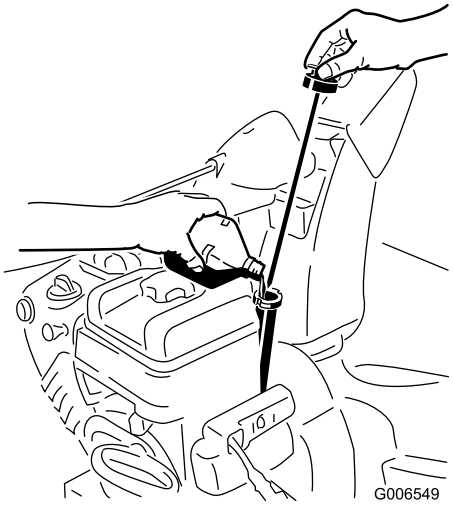

Figur 18
1. Ta ur oljestickan och fyll **långsamt** på olja i påfyllningsröret så att nivån höjs till markeringen Full på stickan. **Fyll inte på för mycket** (Figur 18).